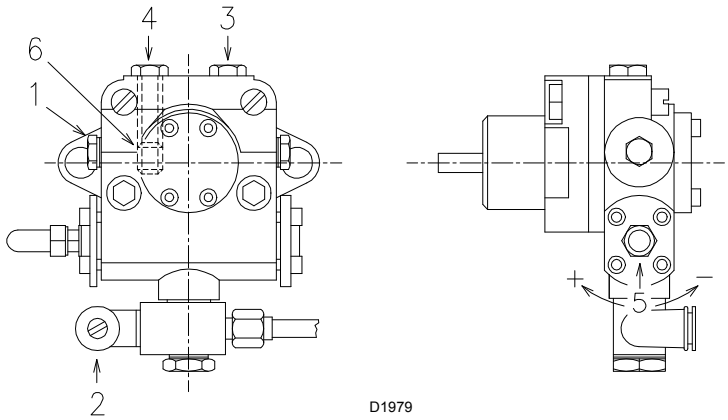

Fig. 22
Les pompes ont un by-pass qui met en communication le retour avec l'aspiration. Elles sont installées sur le brûleur avec le by-pass fermé par la vis 6) (Fig. 22)
– Pour que la pompe puisse s’auto-amorcer, il est indispensable de desserrer la vis 3) (Fig. 22) de la pompe pour purger l’air contenu dans le tuyau d’aspiration.